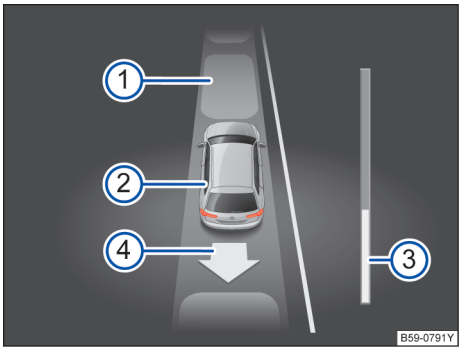

图 174 在组合仪表的显示器中：与车道平行的驶出
→图 174 的图例：
进度条→图 174 ③ 表示待行驶距离→第 185 页。